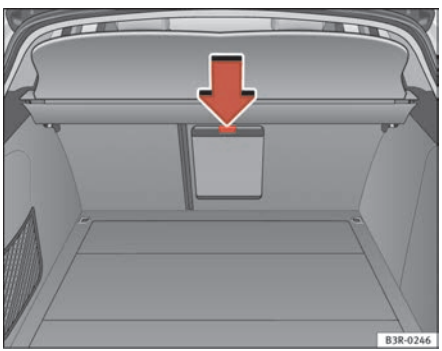

Fig. 128 Detailed view of the rear of the rear backrest: Ski bag cover
– Press the release catch for the ski bag cover ⇒ page 150, fig. 128 -arrow- and swivel the cover downwards.